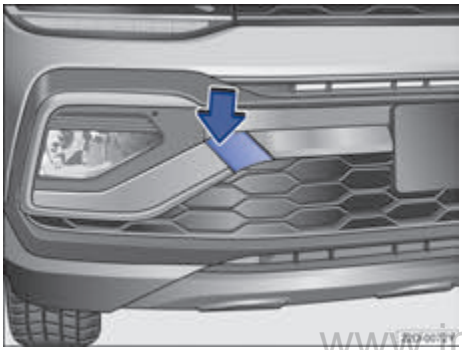

图 146 拆卸盖板
- 按压盖板的左侧区域→图 146（箭头），松开盖板的卡扣。